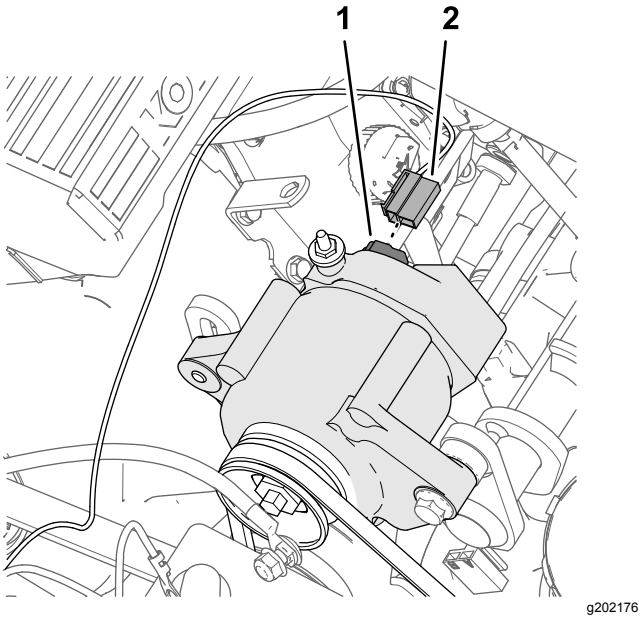

Figur 185
1. Koble kontakten med to sokler i enden av den rosa ledningen (57 cm) på settets ledningssats (Figur 185) til kontakten med to pinner på generatoren (50 A).